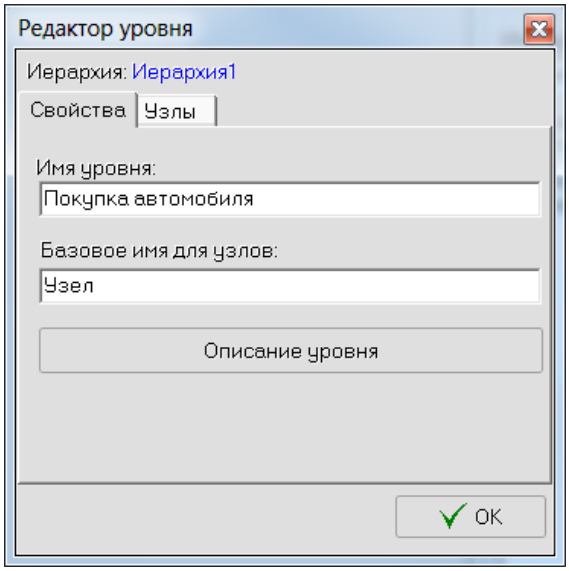

Рис. 15. Окно «Редактор уровня»
8. Появится окно *«Редактор уровня»* (рис. 15).